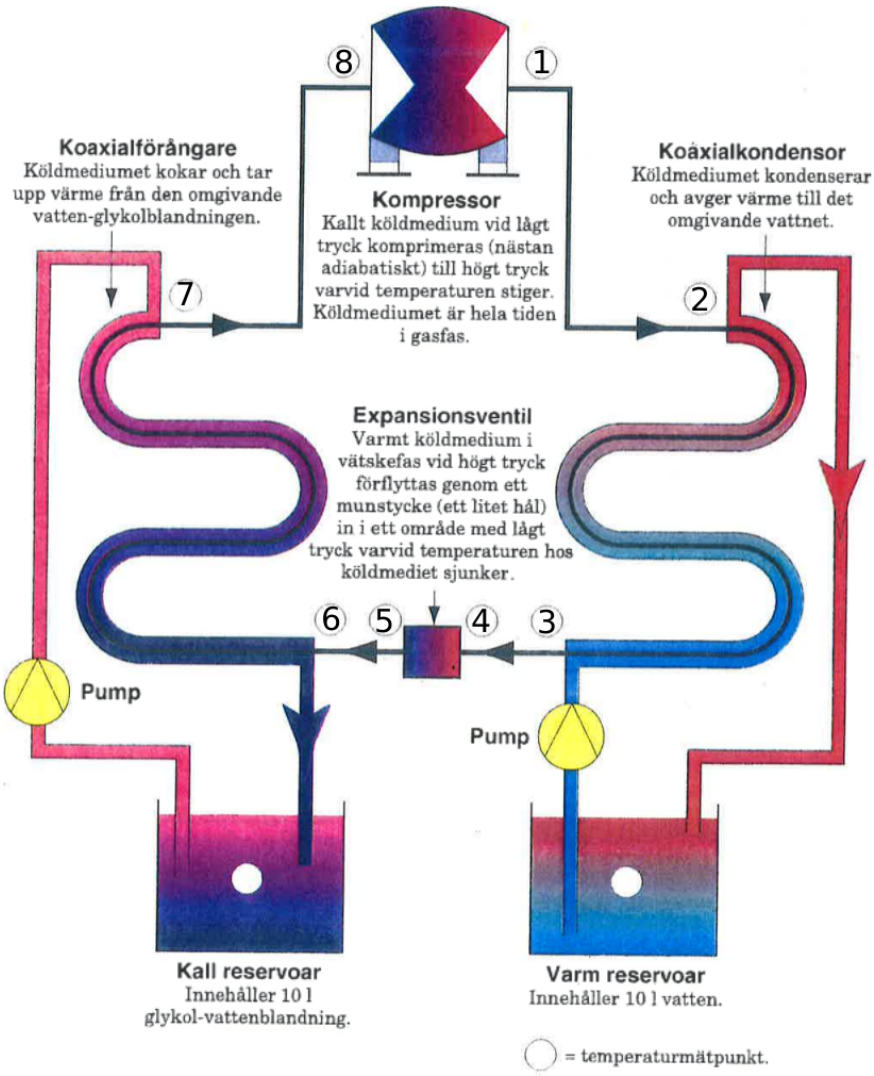

Figur 7: Värmepumpsanläggning med förångare och kondensor.
Laborationens värmepump har s.k. koaxialförångare och koaxialkondensor (se figur 7). Både förångaren och kondensorn består av ett inre rör (böjt som en spiral) i vilket köldmediumet strömmar. Runt om detta rör finns ett grövre rör i vilket en glykol-vattenblandning (eller bara vatten) strömmar.
3.1 Kretsloppet enligt figur 7
Tabell 2: Temperatur och tryck för köldmediumet vid mätpunkterna 1-8 som visas i figur 7 då värmepumpen varit i gång i 5 minuter, respektive, 15 minuter.